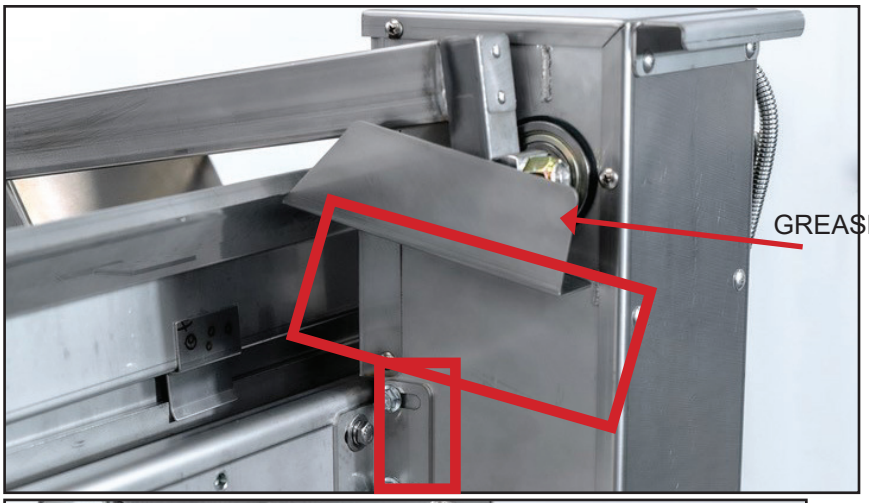

Figure 27A
3. Slot the grease shield into place under the arm, secure using screws (Figure 27a & Figure 27b).